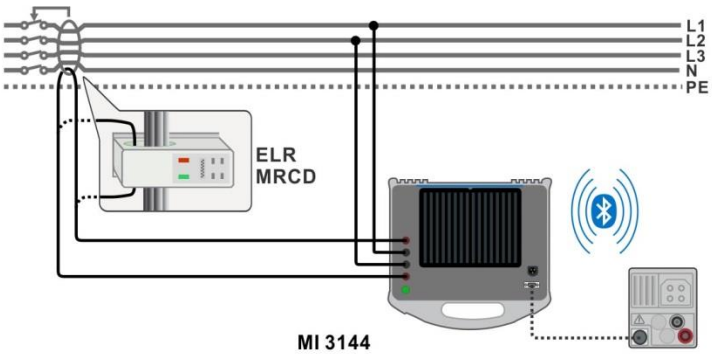

Figure 4.112: ELR Current Injection Test / Combination Time Test connection
- Connect MI 3152(H) instrument with MI 3144 Euro Z 800 V instrument via serial RS232 or pair them using Bluetooth communication.
- Check Bluetooth communication active sign if MI 3144 Euro Z 800 V instrument is connected to MI 3152(H) instrument via Bluetooth communication.
- Connect test leads to the object under test. See ***Figure 4.112***.
See ***Figure 4.112***.